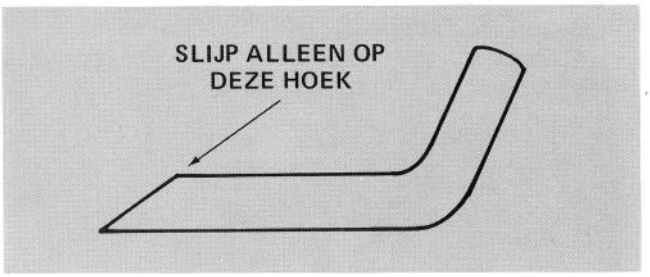

Afbeelding 26
**BELANGRIJK: Slijp de bovenzijde van het mes en behoud de originele snijhoek (Afb. 26).**